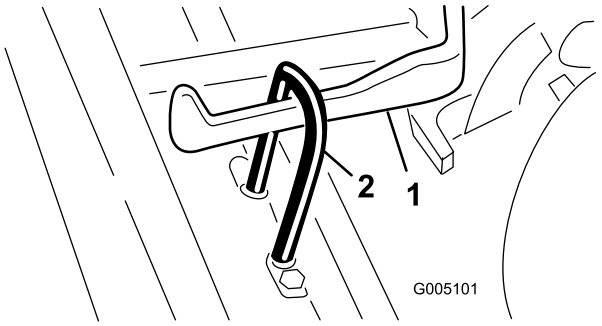

Figur 10
3. Skyv klippeenheten under trekkrammen, og fest løftevalsen på løftearmen (Figur 10).